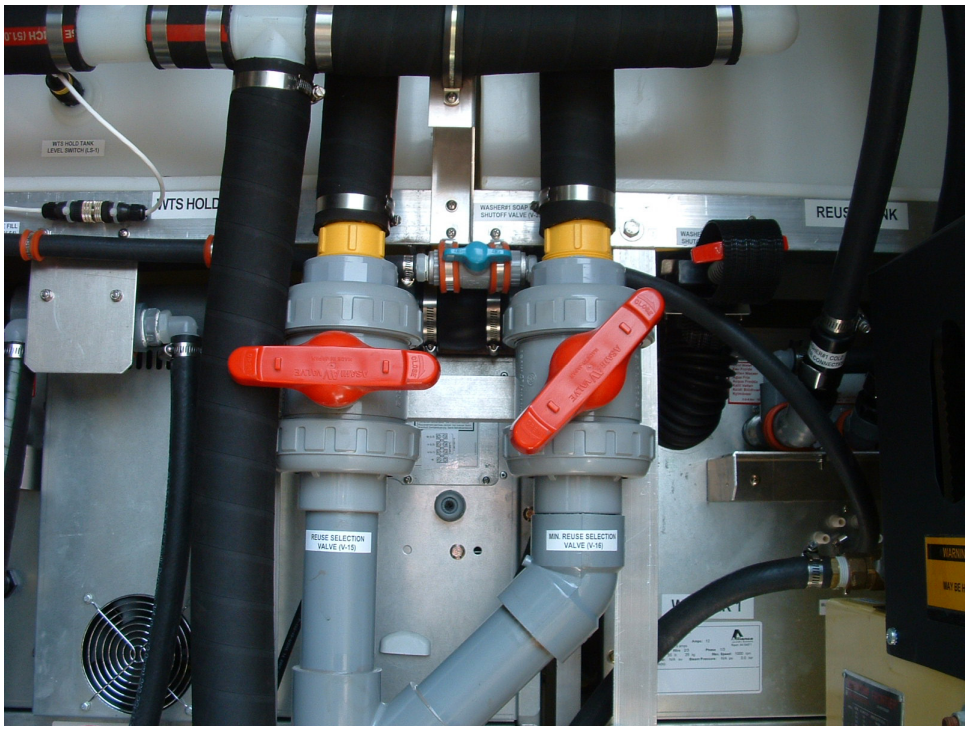

Figure 5. Valve Setting for Minimum Water Reuse.
4. For minimum water reuse, set the valves as shown in Figure 5.